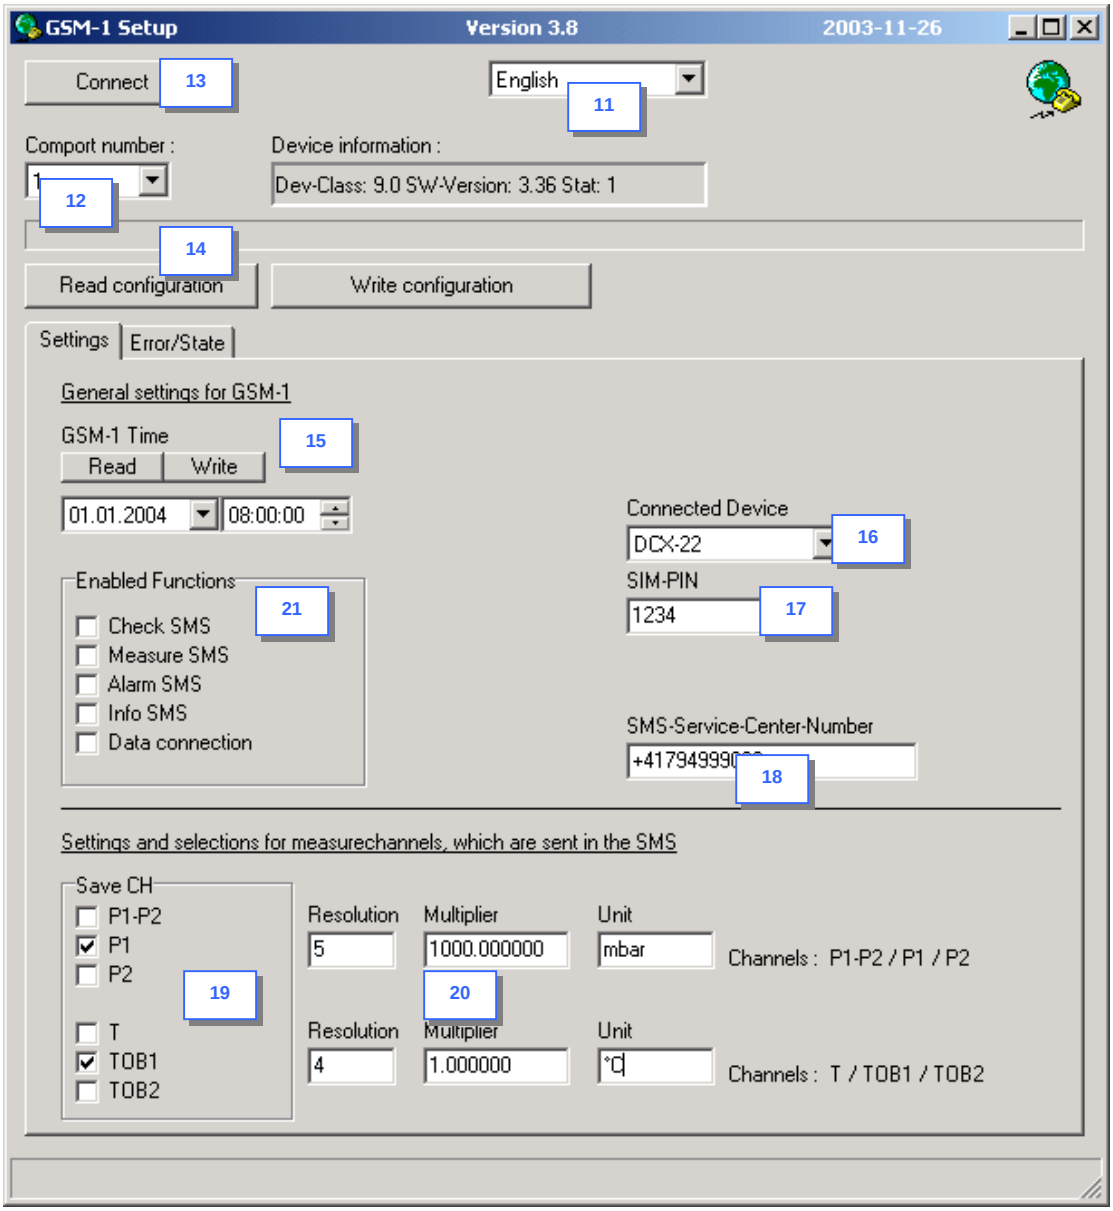

Fig. 11: Configuration
- ***Settings*** **register card** (see Fig. 11)